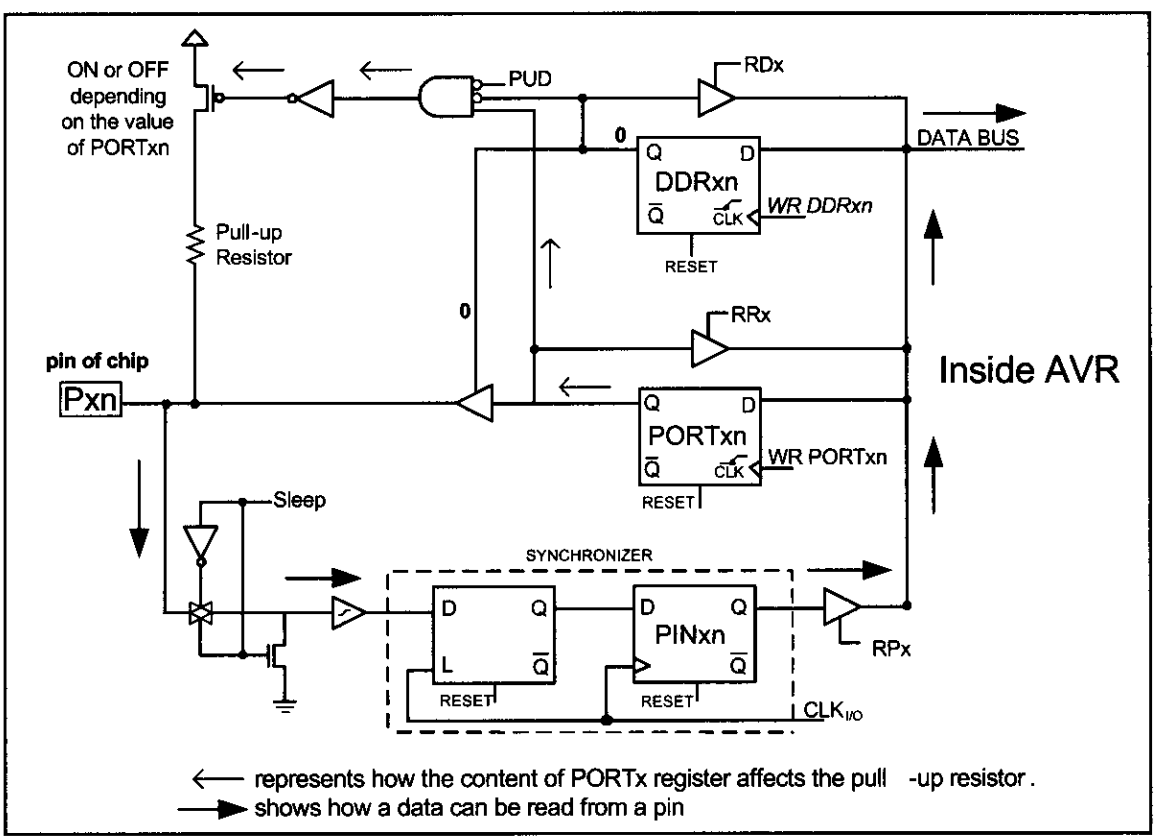

Figure C-11. Inputting (Reading) from a Pin via a PINx Register in the AVR
1. As can be seen from Figure C-11, if we write 0 to the DDRx.n, it will have "LOW" on its Q. This turns off the tri-state buffer.
3. When reading the input port in instructions such as "`IN R16,PINB`" we are reading the data present at the pin. In other words, it is bringing into the CPU the status of the external pin. This instruction activates the read pin of the buffer and lets data at the pins flow into the CPU's internal bus. Figure C-11 shows how the input circuit works.